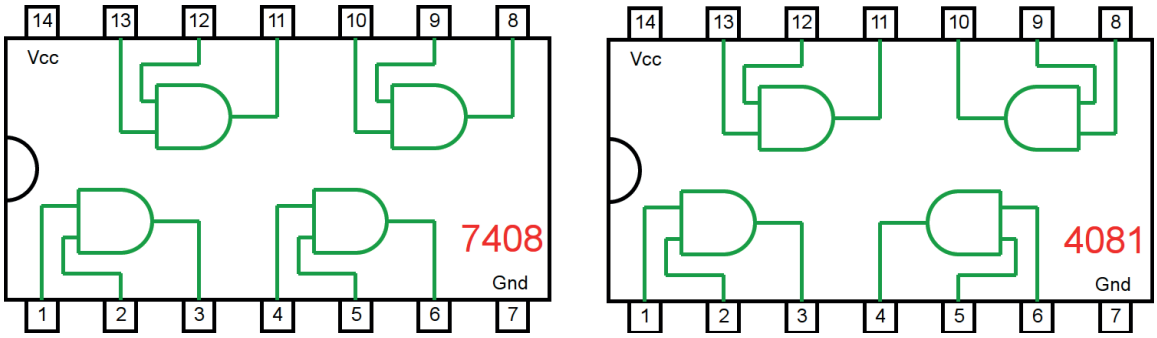

Figura 3.3 – Circuito Integrado TTL e CMOS.
7. Como pode ser visto na figura 3.3, tanto o CI TTL 7408 quanto o CI CMOS 4081 contêm 4 portas E (AND), mas a disposição interna das portas é diferente.